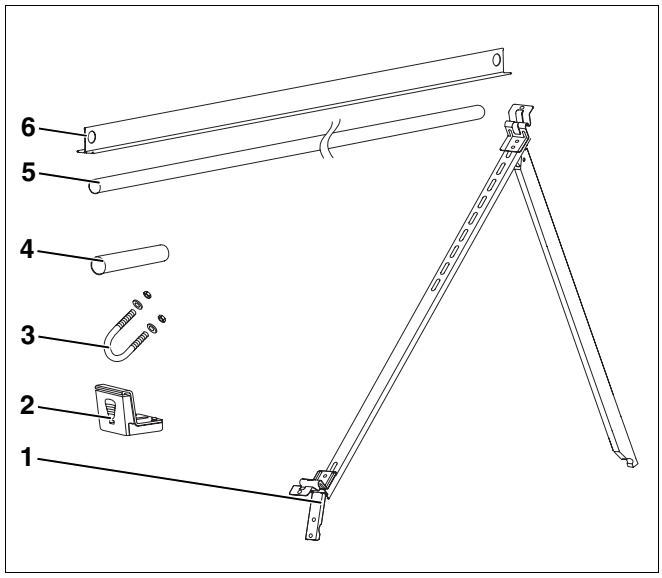

Afb. 7 Montageset voor plat dak, bv. horizontale set
Voor elke collector heeft u een montageset voor plat dak nodig (afb. 7).
5.2.1 Montageset voor plat dak (per collector) – afb. 7